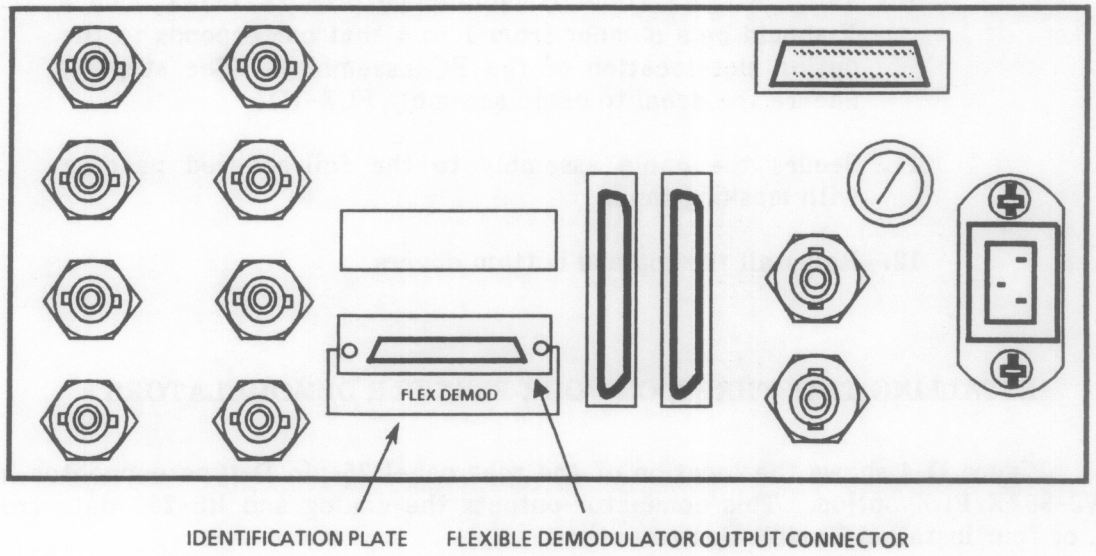

Figure D-4. Location of the Flexible Demodulator Output Connector
4. Remove the blank plate from one of the unused 25-pin D-shell rear panel cutouts. See **Figure D-4.**
Figure D-4 shows the location of the rear panel 25-pin D-type connector included with the WJ-954X/FLX option. This connector outputs the analog and RS-232 data from one, two, three, or four installed flexible demodulators.